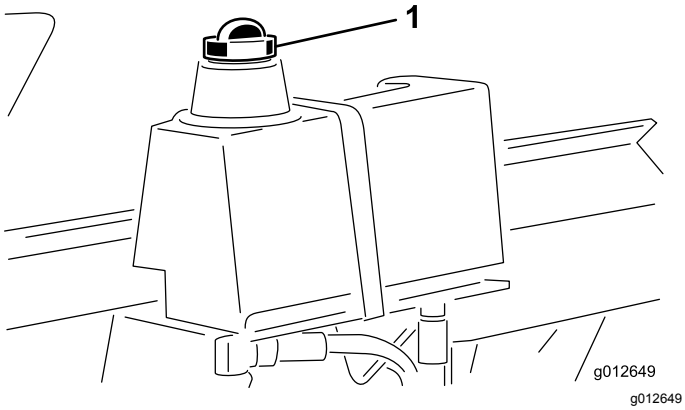

Rysunek 35
3. Wykręć korek spustowy u dołu zbiornika płynu hydraulicznego i zaczekaj, aż ścieknie cały płyn hydrauliczny (Rysunek 35).
5. Wyczyść obszar wokół korka i szyjki wlewu zbiornika hydraulicznego i odkręć korek (Rysunek 35).
8. Zamontuj korek zbiornika (Rysunek 35).